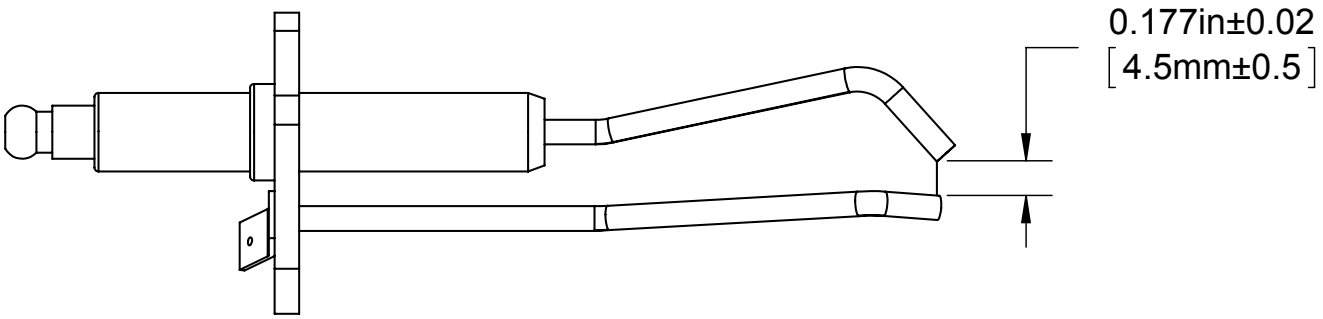

Figure 13.3: Igniter Gap
m. **Inspect igniter electrode and flame sensor** for deposits. Clean any found with steel wool. Do not use sand paper or Emory cloth for this cleaning. Inspect the ceramic portion of both of these parts for cracks and replace if any are found. Verify that the igniter gap is within the range shown in Figure 13.3.